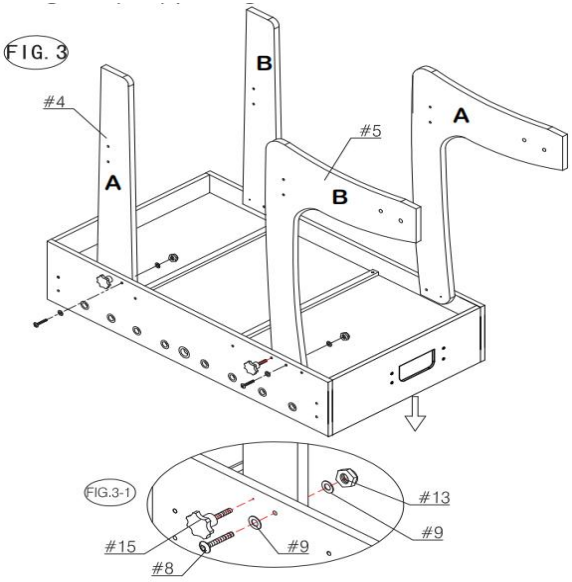

FIG. 4.
8) A. Fixez les trois supports EnHeg (#6) aux jambes (#4 et #5). en utilisant Tête de rondelle Scen (#10).Voir FIG.4.